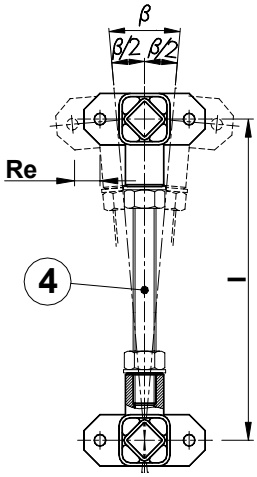

Fig 2
Figure 2 represents the diagram of a suspension with non adjustable axle base. This system can be operated with a link unit (4) from a threaded bar with two BT-F mounted at both ends with the same thread (right-hand or left-hand). Once the suspension has been fixed to the channel, the axle base cannot be further adjusted.